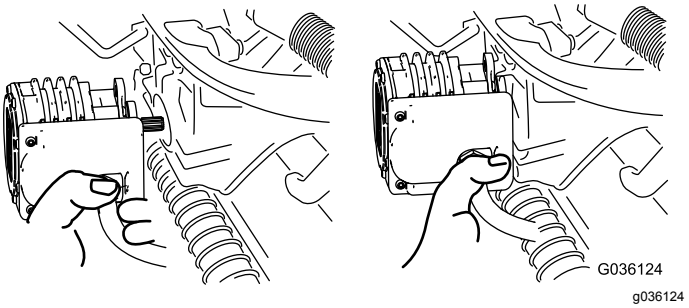

Figur 55
4. Flytt motoren til lagringsplassen foran på hjulopphengsarmen (Figur 55).